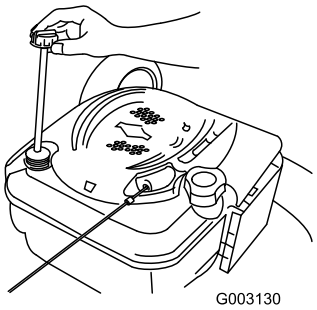

Rysunek 36
6. Wyjmij wskaźnik poziomu z szyjki wlewu oleju (Rysunek 36).